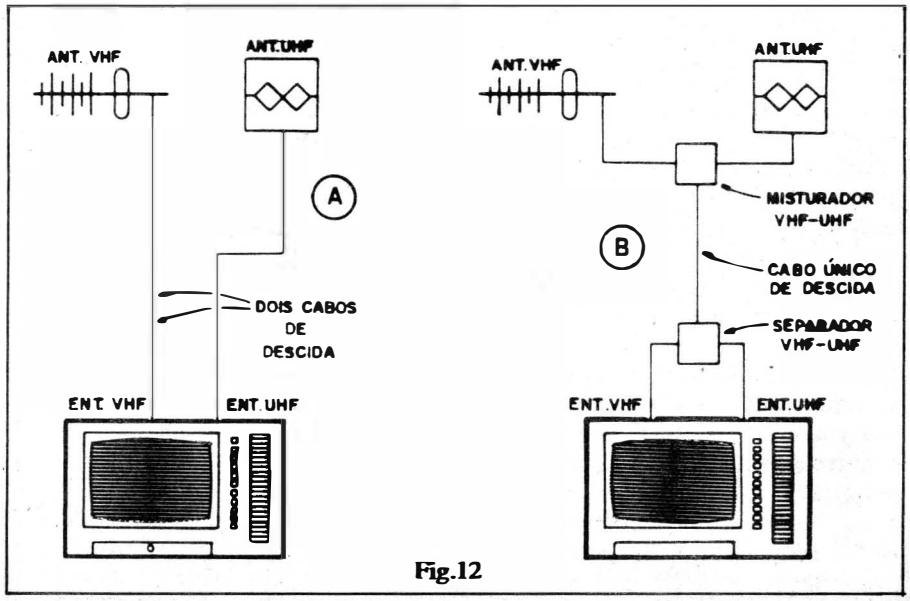

Fig.12
- **FIG. 12** - Até agora falamos e mostramos os fatos como uma visão "estritamente em UHF"... Acontece que na grande maioria dos casos, também emissoras "normais" (VHF) devem ser recebidas no sistema. A parte prática da instalação apresenta duas opções básicas, mostradas na figura... Normalmente existirá pelo menos **uma** antena de VHF para ser incorporada ao sistema de recepção; supondo que o receptor de TV apresente entradas específicas para a cabagem de antenas VHF e UHF (obivamente TV **capaz** de sintonizar VHF e UHF...), ou (12-A) são feitas **duas** "descidas" de cabo, uma para cada antena, ou (12-B) utiliza-se um MISTURADOR "lá em cima" e um SEPARADOR "aqui em baixo". Tanto o MISTURADOR quanto o SEPARADOR devem ser específicos para VHF-UHF, permitindo assim reduzir a cabagem de "descida" (em vez de dois cabos, usa-se apenas um...), o que pode significar alguma economia e facilidade de instalação, principalmente quando a antena está relativamente longe do receptor. Novamente lembramos que uma das "regras de ouro" da instalação de antenas diz que É SEMPRE MELHOR RESTRINGIR A CABAGEM AO MÍNIMO NECESSÁRIO (não só em comprimento, mas também - se possível - em quantidades de cabos...). Poucos cabos, curtos e diretos, evitam ou diminuem a incidência de captações de interferências, "fantasmas", etc.